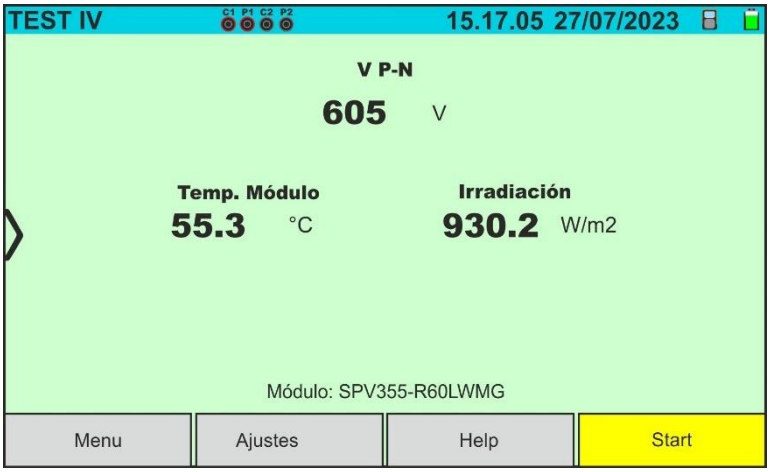

Fig. 40: Pantalla inicial medida de la curva I-V sobre módulos Monofaciales
4. En caso de módulos **Monofaciales**, la pantalla de Fig. 40 se muestra en el visualizador. Se muestran los siguientes parámetros:
5. En caso de módulos **Bifaciales**, la pantalla de Fig. 40 se muestra en el visualizador. Se muestran los siguientes parámetros: